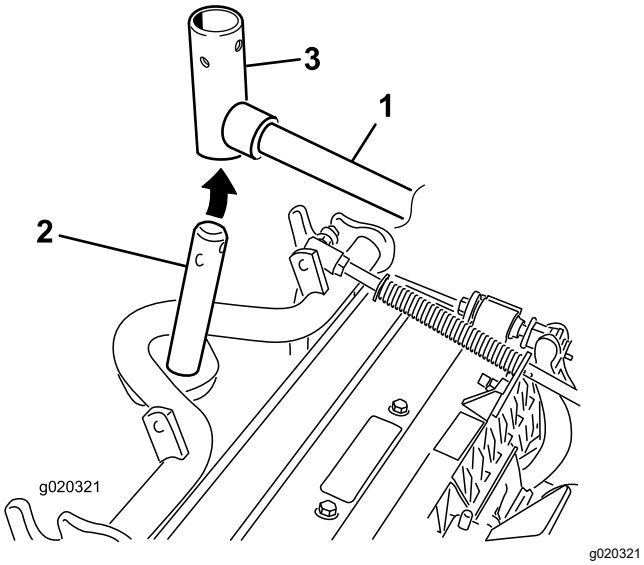

**Figur 10**
10. Vid montering av de främre klippenheterna ska en klippenhet skjutas in under lyftarmen samtidigt som bärramens axel förs upp och in i lyftarmens svängok (Figur 10).
B. Sätt i lyftarmens ok i bärramens axel (Figur 10).